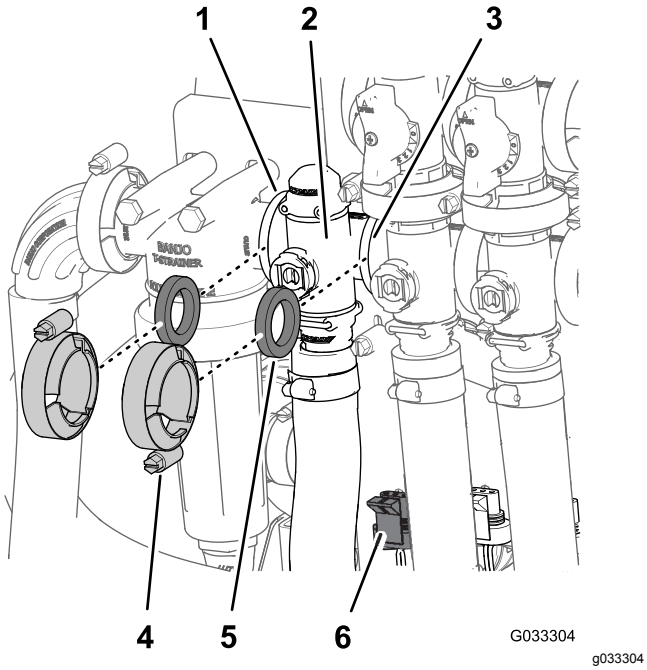

Figur 62
1. Afmonter de klemmer og pakninger, der fastgør manifolden til hastighedsreguleringsventilen (Figur 62).